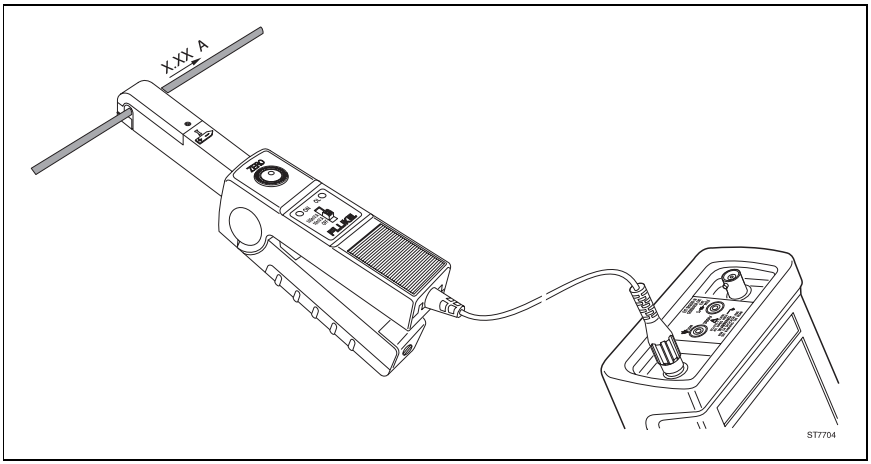

Figura 4. Configuración de medida
2. En la Sonda de corriente, seleccione el rango de menor sensibilidad (10 mV/A). Asegúrese de que se enciende el piloto de color verde de indicación ON. Consulte la Figura 4 para ver las posiciones del selector y del indicador ON de color verde.
3. En la Sonda de corriente, gire la rueda ZERO para ajustar la lectura de la sonda a cero. Consulte la Figura 4 para ver la posición del botón giratorio ZERO.
En la Figura 4 se muestra una configuración de medida que utiliza la Sonda de corriente y un ScopeMeter.